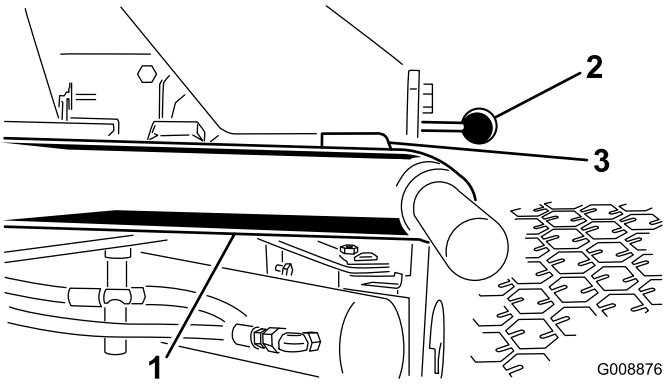

Figuur 10
1. Start de motor, breng de maaidekken omhoog en controleer of de afstand tussen elke hefarm en de vloerplaatbeugel 5 tot 8 mm bedraagt (Figuur 10).